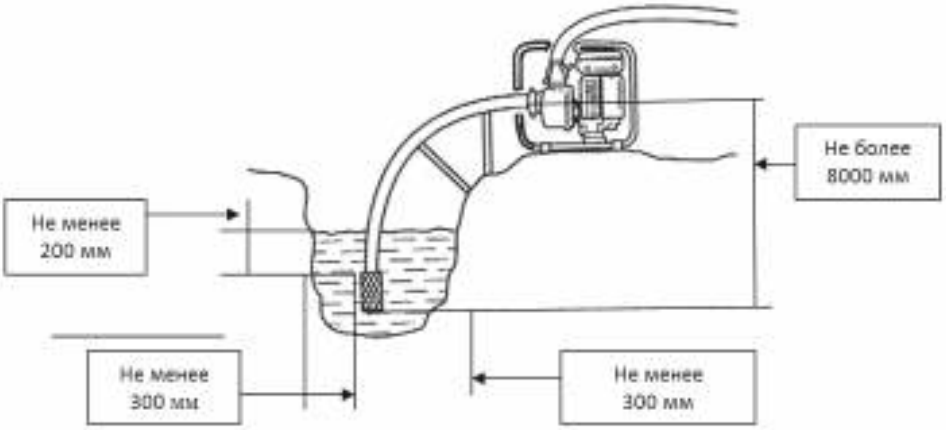

Рис.12
1. Установите мотопомпу вблизи водоема (емкости) на твердую ровную горизонтальную поверхность, опустите фильтр всасывающего рукава в водоем(емкость), обеспечив вертикальное положение фильтра. При установке фильтра соблюдайте все необходимые расстояния, как показано на Рис. 12.